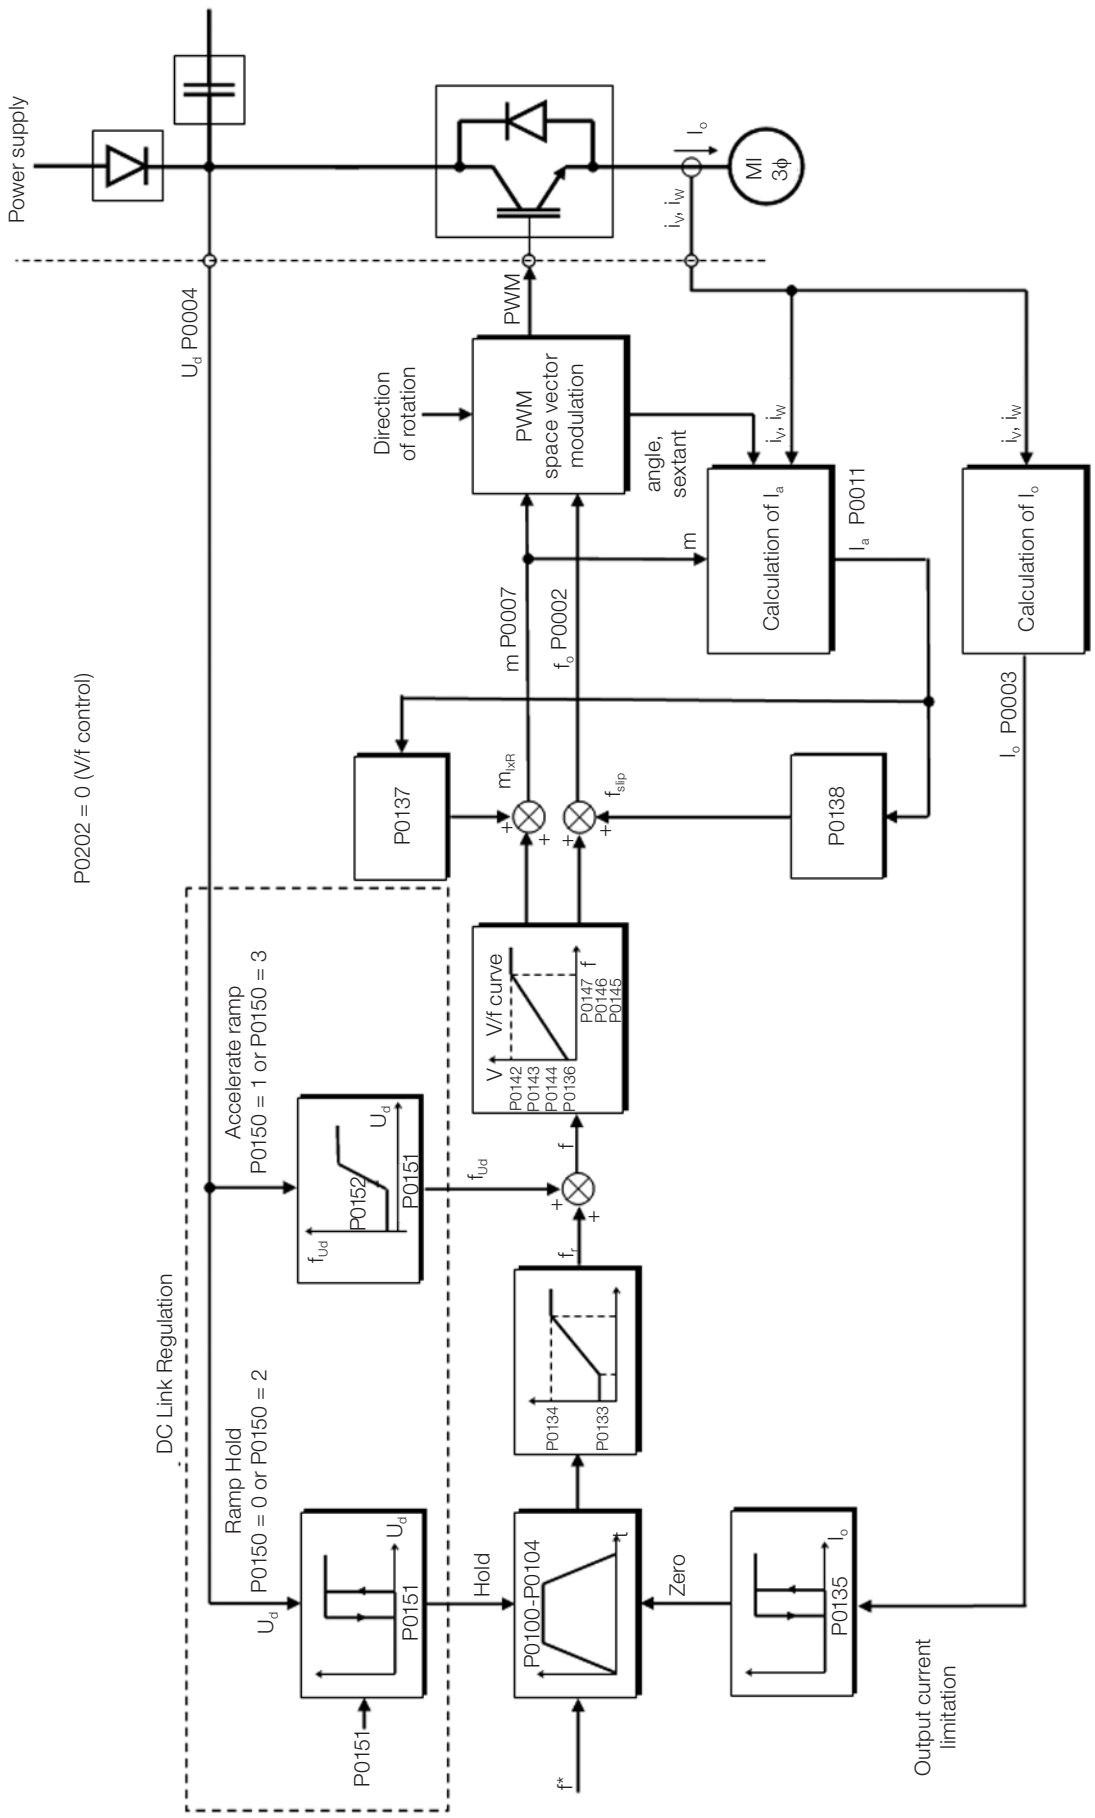
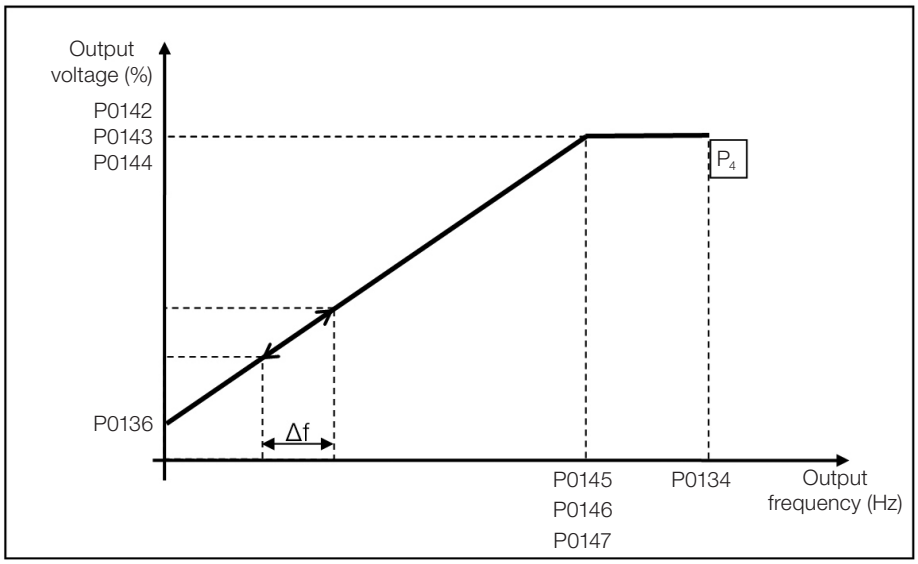

Figure 9.1: *Block diagram of V/f scale control*
Figure 9.5: *Slip compensation in an operation point of the standar V/f curve*
According to the block diagram of Figure 9.1 on page 9-2, the speed reference **f*** is limited by P0133 and P0134 and applied to the input of "V/f CURVE" block, where the output voltage amplitude and frequency imposed to the motor are obtained. For further details on the speed reference, refer to Chapter 7 LOGICAL COMMAND AND SPEED REFERENCE on page 7-1.
The automatic torque boost compensates the voltage drop in the stator resistance because of active current. Look at Figure 9.1 on page 9-2, where variable $\mathbf{m_{IxR}}$ corresponds to the automatic torque boost action on the modulation index defined by V/f curve.
Parameter P0138 is used in the motor slip compensation function, when set for positive values. In this case, it compensates the speed drop due to application of the load on the shaft and, consequently, the slip. In this way, it increments the output frequency (Δf) considering the increase of the motor active current as shown in Figure 9.5 on page 9-6. In Figure 9.1 on page 9-2 this compensation is represented in the variable $\mathbf{f_{Slip}}$.
The setting in P0138 allows regulating with good accuracy the slip compensation by moving the operation point on the V/f curve, as shown in Figure 9.5 on page 9-6. Once P0138 is set, the inverter is able to keep the speed constant even with load variations.
- Actuation: when the DC Link voltage reaches the level set in P0151, a command is set to the "ramp" block, which inhibits the motor speed variation according to Figure 9.1 on page 9-2 and Figure 10.1 on page 10-2.